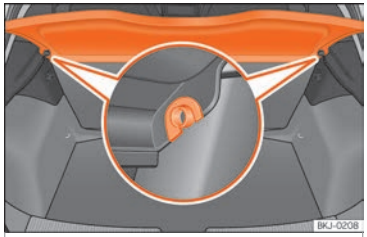

Fig. 164 Na bagageira: desmontar e montar a chapeleira.
- Desencaixe a chapeleira dos suportes laterais ››› Fig. 164 puxando-a para cima e retire-a.
- Introduza a chapeleira horizontalmente fazendo coincidir a «fechadura» sobre o eixo dos suportes ››› Fig. 164, e pressione para baixo até que encaixe.